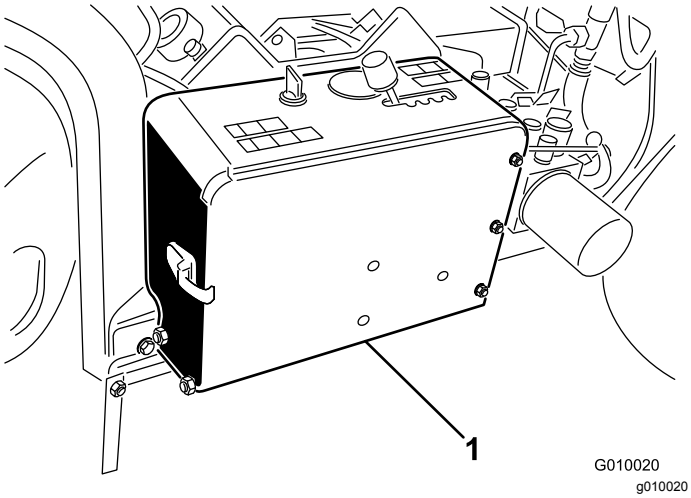

Figuur 5
2. Verwijder de accu uit de accubehuizing (Figuur 5).